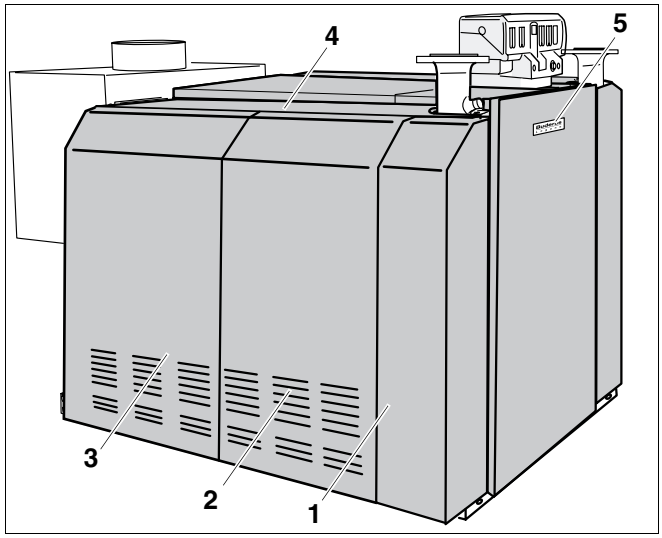

Afb. 72 Logano GE434 compleet gemonteerd
- Hang de achterste zijwanden (afb. 72, **pos. 3**) en, indien die voorhanden zijn, de middenste zijwanden (afb. 72, **pos. 2**) bovenaan aan de zijdelingse ketelafdekkappen (afb. 72, **pos. 4**) en schroef ze onderaan aan de langssokkels met schroeven met een vlakke kop 3,9 x 9,5.
- Neem het typeplaatje (Logano GE434) (afb. 72, **pos. 5**) uit de zak met de "Techn. Unterlagen" en breng het aan de voorwand aan.